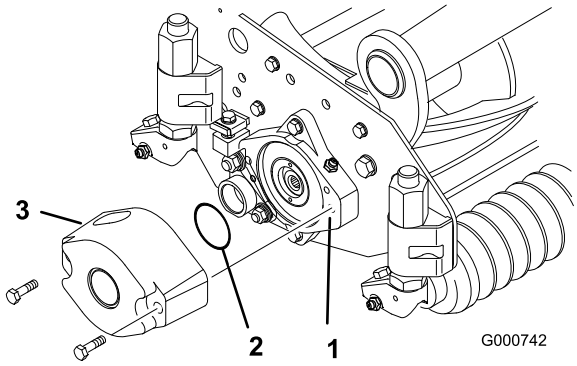
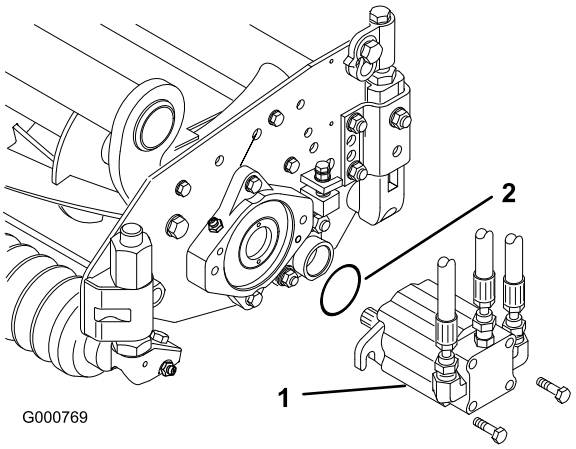

Figura 4
Figura 7
3. Lubrifique e instale um anel de retenção grande na ranhura da caixa de rolamentos em cada uma das extremidades da unidade de corte (Figura 4 e Figura 7).
4. Instale um contrapeso nas extremidades adequadas de cada unidade de corte com os parafusos fornecidos (Figura 4).
13. Monte o motor na extremidade de accionamento da unidade de corte e fixe-o com os dois parafusos fornecidos (Figura 7).